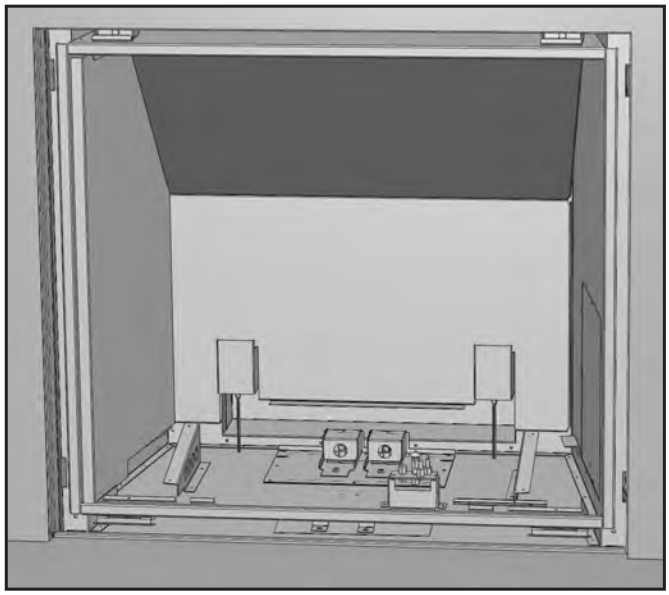

Figure 47: Top Porcelain Panel in Place.
5. Install the Top Panel by placing it on top of the Rear Panel and behind the Left Panel (see Figure 47). Hold it with one hand or have someone else hold it for you while you place the last panel. WARNING: If this panel falls from this location it will possibly break or the paint work will become chipped.